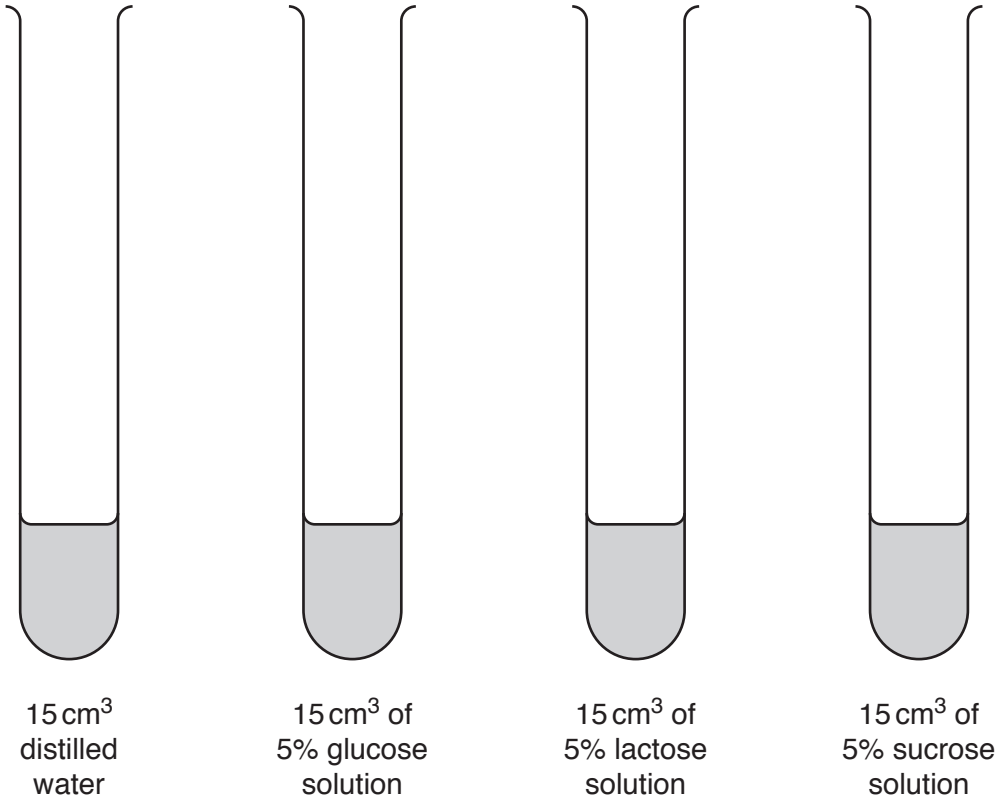

Fig. 1.1
Four test-tubes were set up as shown in Fig. 1.1.
- The four labelled test-tubes as in Fig. 1.1 were placed in the water bath and left for 5 minutes.
(iii) Explain why the test-tubes in Fig. 1.1 were placed in the water bath for 5 minutes before the yeast was added.